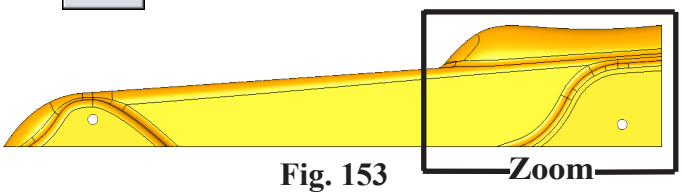

Fig. 153
Step 3. Zoom in around **cockpit**, **Fig. 153**. To **zoom**, hold down **Shift key** and drag with middle mouse button (wheel). To **pan**, hold down **Ctrl key** and drag with middle mouse button (wheel).